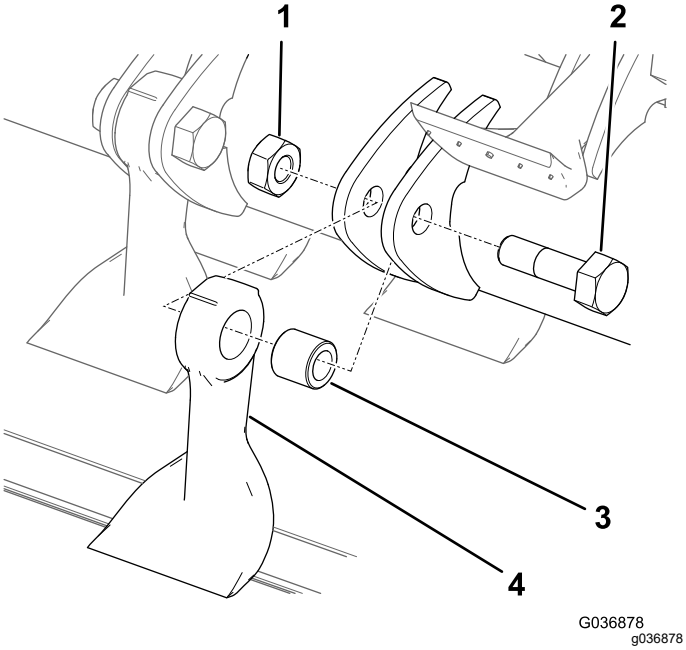

Figur 84
7. Hold kniven i en fille eller med en polstret hanske, og fjern mutteren, bolten, hylsen og kniven (Figur 84).
9. Monter en ny kniv og hylse med en ny mutter og knivbolt (Figur 84).